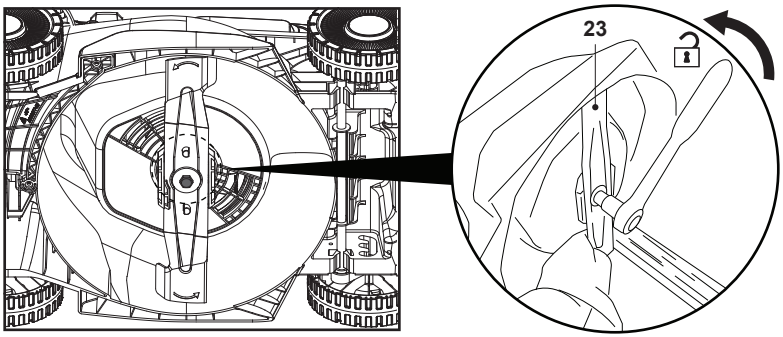

Rys. 18
UWAGA: Jeśli zamiast elektrycznego klucza udarowego używany jest klucz ręczny lub klucz płaski, należy zablokować ostrze (23), aby nie obracało się podczas odkręcania śruby. Mocno uchwycić ostrze dłońmi w wytrzymałych rękawicach. W razie potrzeby użyć sporego kawałka drewna do zablokowania obrotu ostrza (rys. 18).